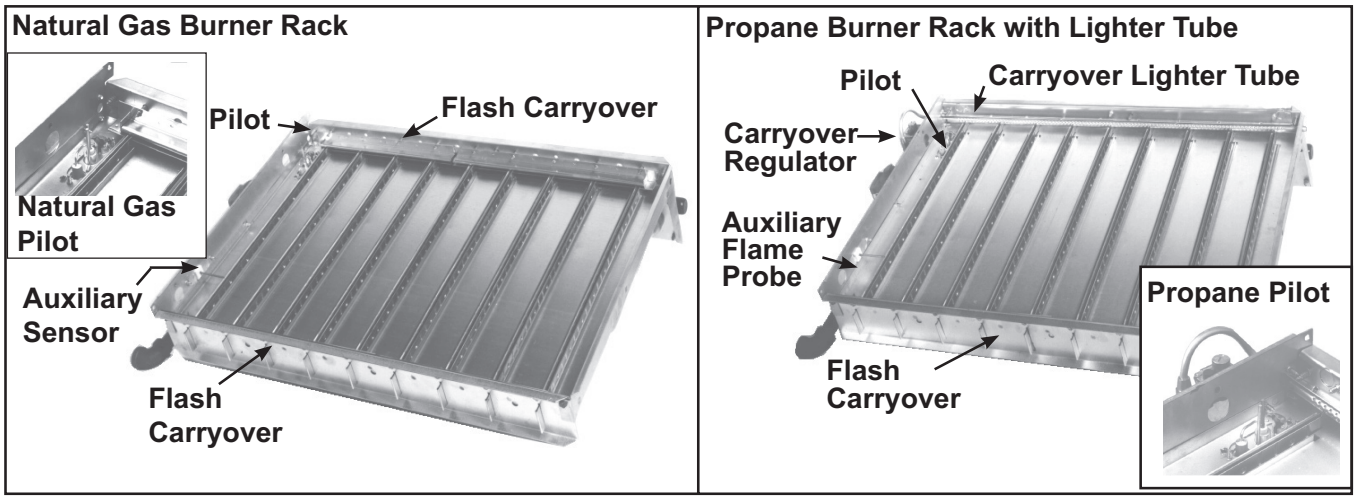

Figure 14. Typical Burner Rack with Pilot
- **Pilot:** The pilot (see **Figure 14**) is a vertical target type with lint-free feature. Pilot flame should be approximately 1-1/4" in length. Pilot gas pressure should be the same as supply line pressure (refer to **Gas Supply Pressure** section). Pilot gas is supplied through the combination valve; the pilot gas flow is controlled by an adjustment screw located in the valve body.